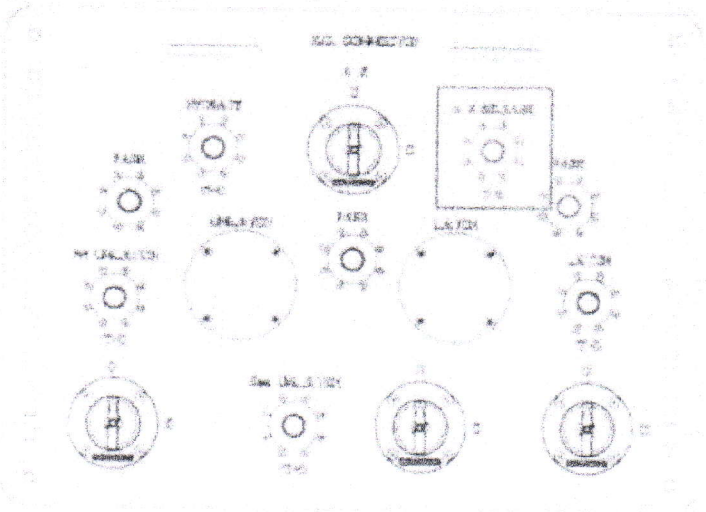

Figure 7: HC Connector Panel AX Release Function
3. Use the rig hotline to pressure up the 'AX Release' function on the HC connector panel (Figure 7). This insures the gasket retention pins will clear the AX gasket when the stack is lifted.